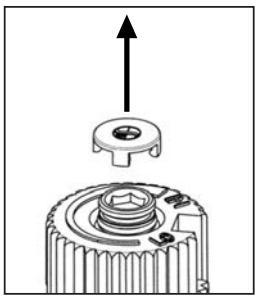

Figure 14: Removing Valve Cap
a) Remove the black protection cap from the HI/LO knob (see Figure 14).